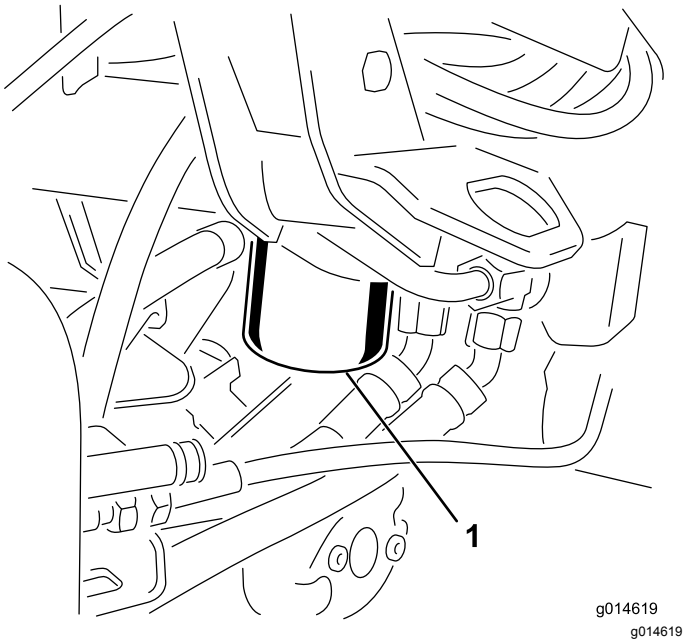

**Figur 42**
1. Rengör runt området där filtret monteras (Figur 42). Ställ ett avtappningskärl under filtret och ta bort filtret.